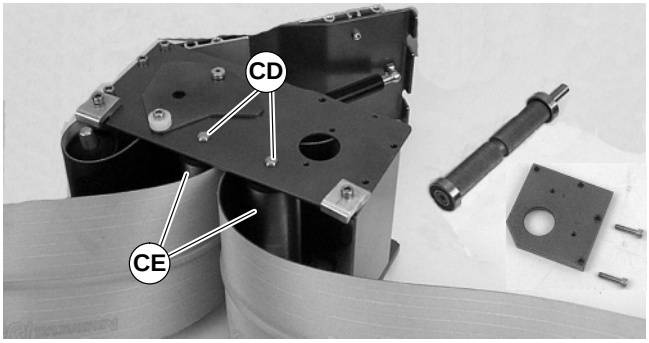

Figure 47
- For 5" (127 mm) or wider conveyor, depress both sides of each spring-loaded shaft (CD of Figure 47). Remove pulleys (CE).